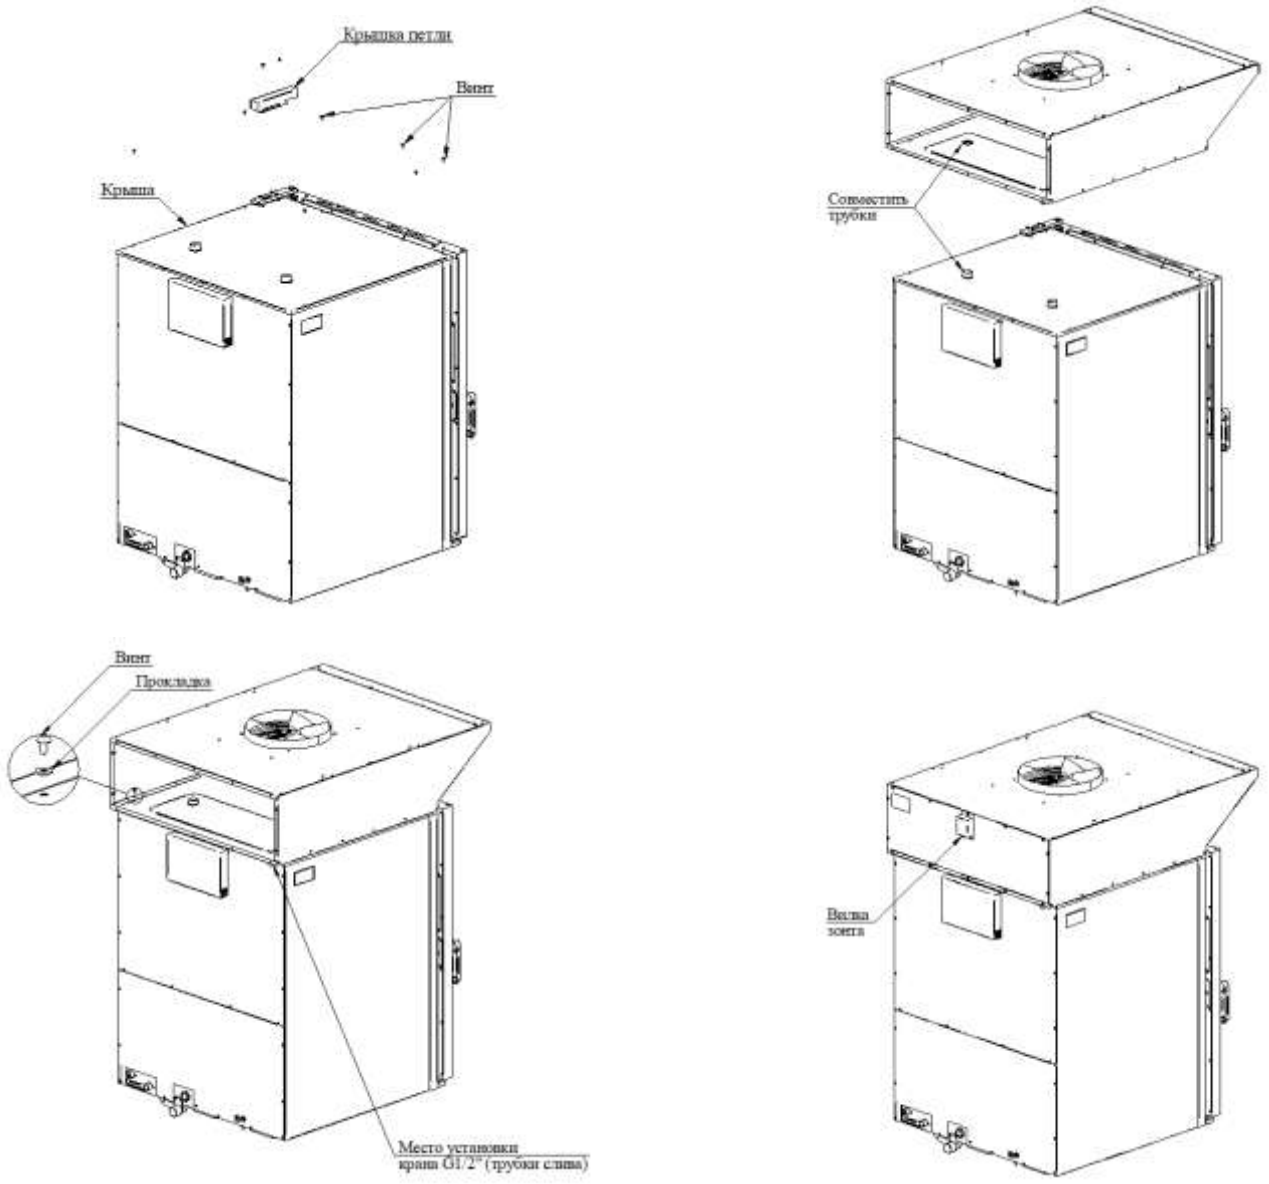

Рис. 4 - Установка зонта на печь.
- установить зонт на печь (предварительно сняв заднюю стенку зонта): необходимо совместить трубки выходящие из печи с отверстиями в ванной зонта и продеть зонт в них используя прокладки (Рис. 4);